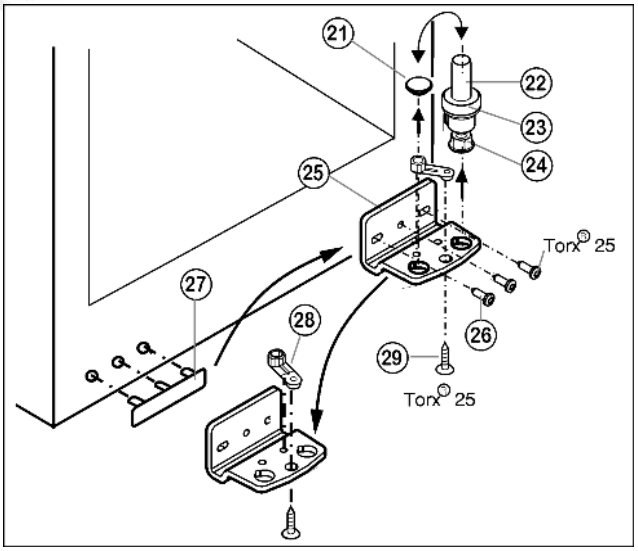

Fig. 5
▶ Извлеките опорный винт *Fig. 5 (22)* в комплекте с шайбой *Fig. 5 (23)* и регулируемой опорой *Fig. 5 (24)*, вытягивая его вверх.
- ▶ Снимите пробку *Fig. 5 (21)*.
- ▶ Открутите *Fig. 5 (26)*опорный кронштейн *Fig. 5 (25)*.
- ▶ Открутите *Fig. 5 (29)*опорную деталь *Fig. 5 (28)* и, переставив в отверстие на противоположной стороне опорного кронштейна, снова прикрутите.
- ▶ Осторожно снимите и переставьте на противоположную сторону крышку со стороны ручки *Fig. 5 (27)*.
- ▶ Снова прикрутите опорный кронштейн *Fig. 5 (25)* на новой стороне шарнира **(с моментом 4 Нм)**. При необходимости используйте аккумуляторный шуруповерт.
- ▶ Переставьте пробку *Fig. 5 (21)* в свободное отверстие.
- ▶ Вновь установите опорный винт *Fig. 5 (22)* в комплекте с шайбой и регулируемой опорой. При этом фиксатор должен быть направлен назад.
- ▶ Установите дверцу сверху на нижний опорный палец *Fig. 5 (22)*.
- ▶ При необходимости выровняйте дверцы через два продольных паза в нижнем опорном кронштейне *Fig. 5 (25)* параллельно корпусу устройства. Для этого выкрутите средний винт.